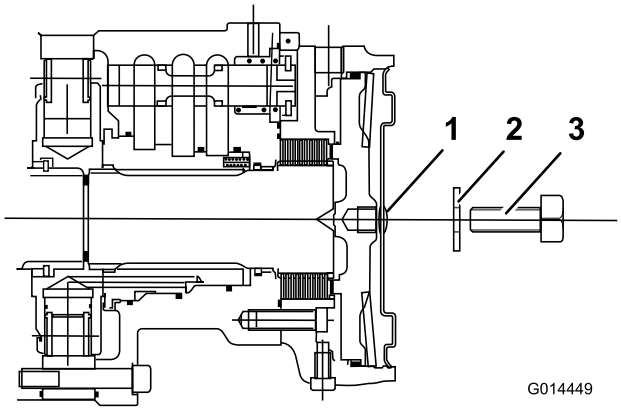

Figur 60
4. För in en M12 x 40 mm lång ställskruv med bricka i hålet i mitten på motorns ändplåt (Figur 60).
5. Dra åt ställskruven i det gängade hålet i bromskolven tills bromsen frigörs (Figur 60).
6. Lokalisera den vänstra framhjulmotorns skivbromsenhet och upprepa samma procedur som tidigare (Figur 60).